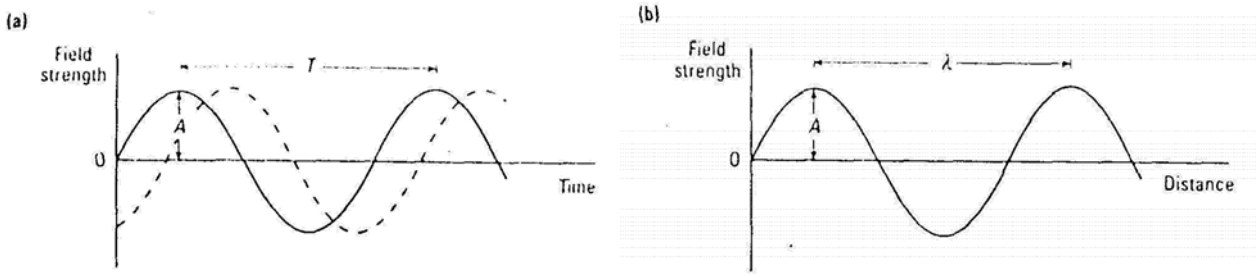

Fig. 1.2 Electromagnetic wave. Field strength versus (a) time and (b) distance.
Intensity is proportional to the square of the amplitude (A), see Fig. 1.2.